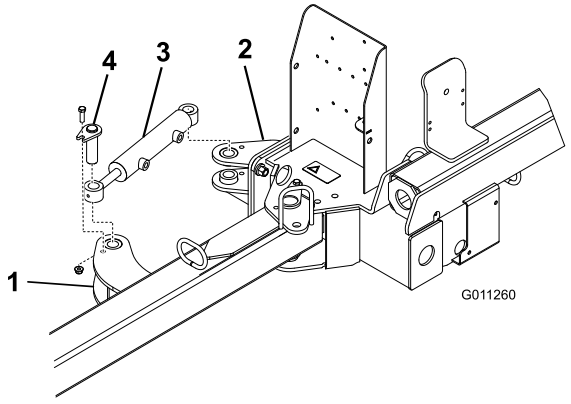

Figur 6
2. Fäst hydraulcylinderns ändar på ett ledfäste med sprintar, en 3/8 x 1–1/4 tums bult och en 3/8 tums flänsmutter Figur 6). Kontrollera att stångänden (den drivande änden) på cylindern är fäst vid det främre ledfästet.